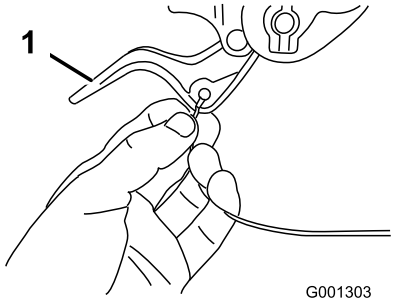

Figura 6
2. Passate la terminazione sinistra o destra del cavo sopra la stegola inferiore ed inseritela nel foro presente nella corrispondente leva della frizione ruota (Figura 6).